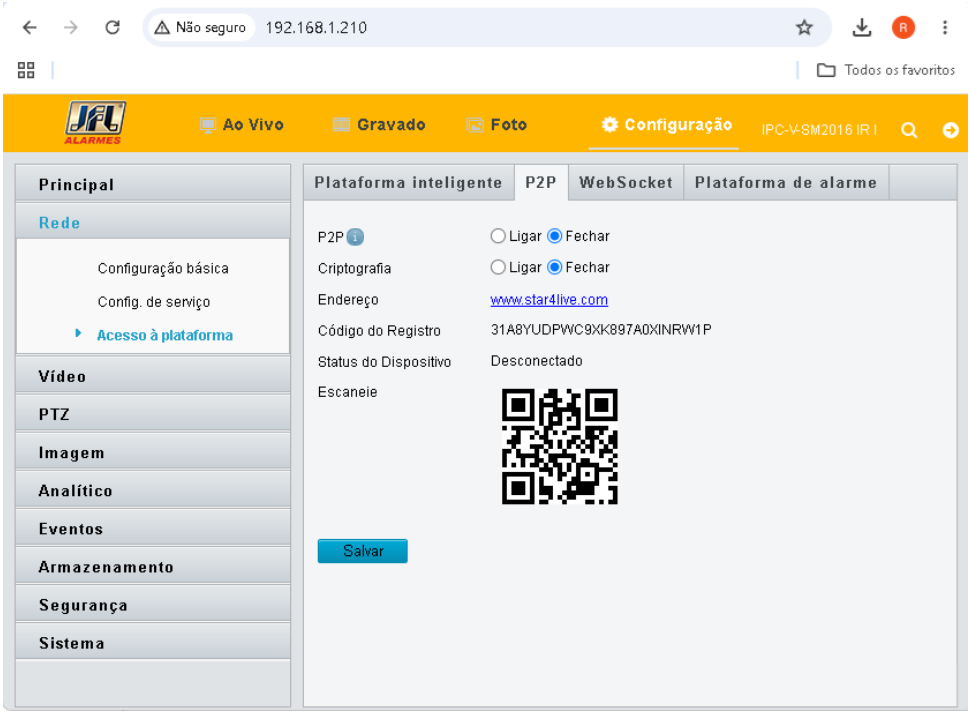

Figura 5.1: Configuração Acesso à plataforma
4. Após realizar o Login clique em +, e em seguida leia o QR-Code conforme imagem Figura 5.1: Configuração Acesso à plataforma.